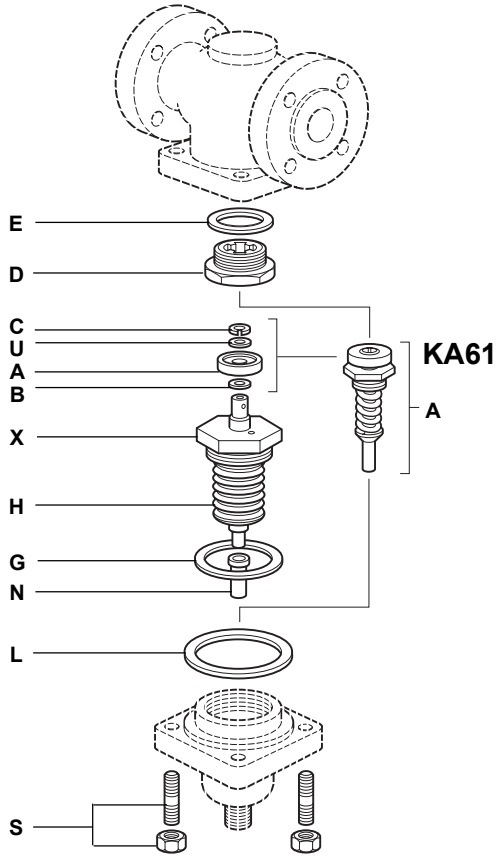

Рис. 9
4.5 Клапаны KA61, KA63 и KC63 (Рис. 9)